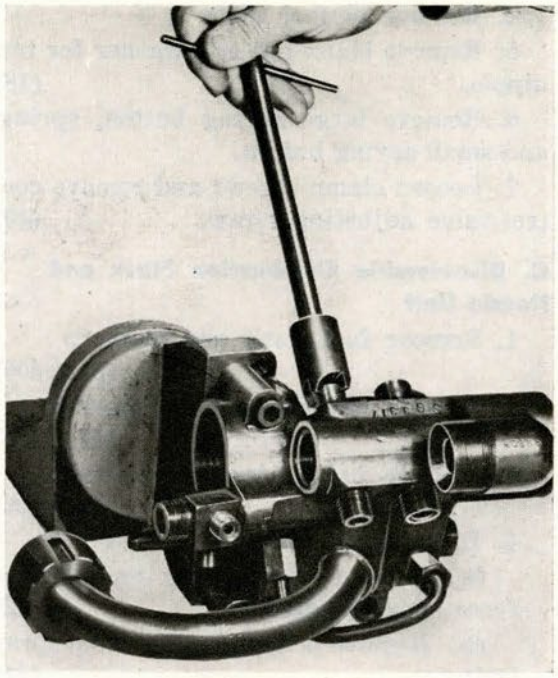

Figure 168
5. Chase threads and reseat seats on nipples for fuel inlet and outlet pipes (Fig. 168). (WE87, WE94A)